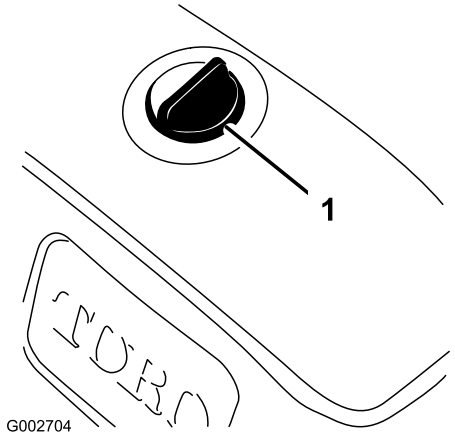

**Figur 15**
1. Rengør området omkring hydraulikoliebeholderens dæksel for at forhindre snavs i at komme ned i tanken (Figur 15).